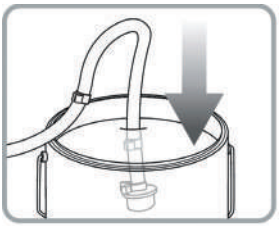

Рис. 27
1. Поместите всасывающий шланг в ёмкость со специальным растворителем (или чистой водой, если планируется распылять краску на водной основе) (рис. 27).